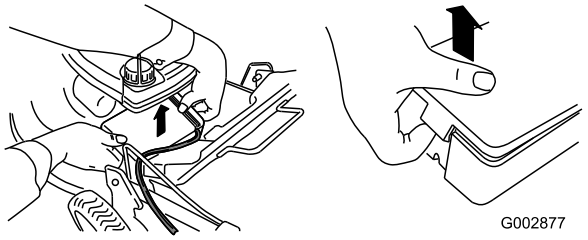

Figuur 7
1. Maak beide uiteinden van het accudeksel los en verwijder dit (Figuur 7).